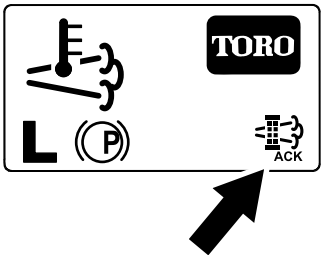

Figuur 59
8. Het hoofdscherm van het InfoCenter verschijnt en het pictogram regeneratie aanvaard (Figuur 59) verschijnt rechts onderaan het scherm terwijl de regeneratie bezig is.